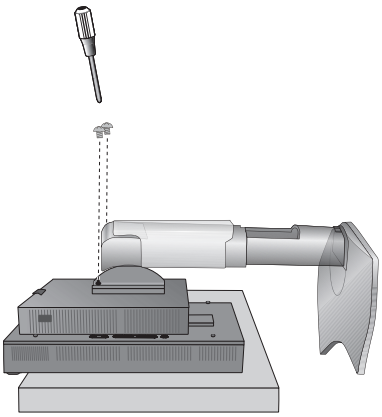

Abbildung S.3
9. Entfernen Sie die 2 oberen Schrauben (**Abbildung S.3**).